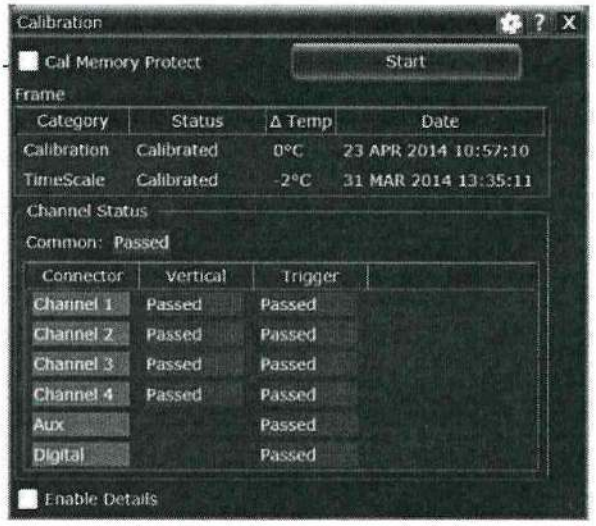

Рисунок 1
8.2.3 Снять галочку в поле Cal Memory Protect (рисунок 1), так как вы не сможете запустить процедуру самопроверки, если эта галочка установлена.